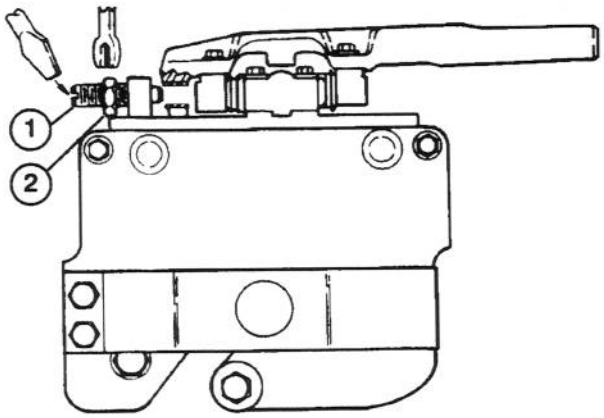

Figure 2
- Démarrer le moteur et abaisser les unités de coupe sur une surface plane telle une planche de 2,5 cm (dimensions min. 50 cm x 70 cm). Couper le moteur et enlever la clé de contact. Bloquer les unités de coupe en position fixe en desserrant le contre-écrou sur la goupille de blocage (Fig. 2) et
- Desserrer la goupille de blocage pour laisser l'unité de coupe flotter librement (Fig. 2).